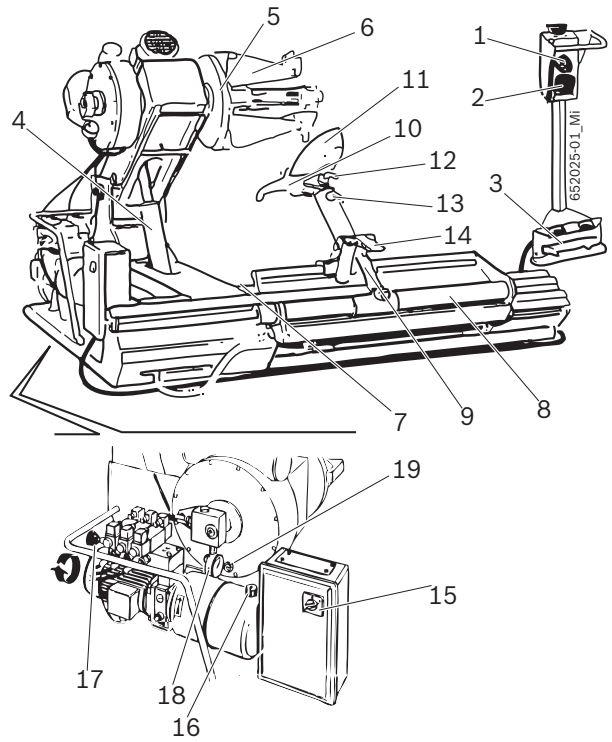

Fig. 1: JUMBO TCS 52 ANW MAXI
La bride de serrage fonctionne grâce à un circuit hydraulique à haute pression, réglable de 20 à 110 bars en tournant la poignée prévue à cet effet (Fig.1, pos.17) et en lisant la valeur sur le manomètre (Fig.1, pos.18). La pression normale d'exercice est de 110 bars. Pour des jantes ayant une valeur d'effort faible ou des jantes particulièrement fines, il est nécessaire de diminuer cette pression.
Pour des roues ayant un diamètre inférieur à 800 mm ou supérieur à 1500 mm, il est recommandé d'enlever l'axe de l'outil de montage (Fig.1, pos.12) et de le positionner dans le deuxième trou.